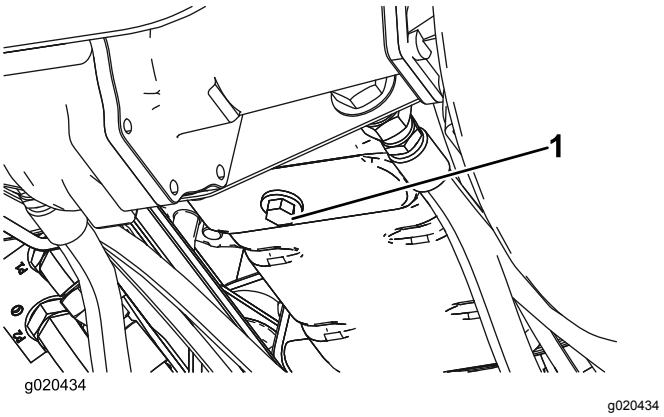

Figuur 48
1. Verwijder de aftapplug (Figuur 48) en laat de olie in een opvangbak lopen.